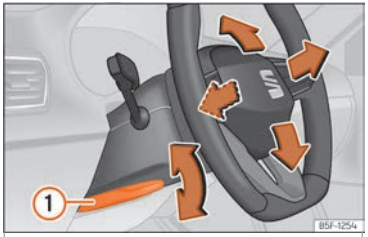

Fig. 9 Levier sur la partie inférieure latérale gauche de la colonne de direction.
- Tirez le levier ››› fig. 9 ① jusqu'en bas, déplacez le volant sur la position souhaitée, puis remontez le levier en position de verrouillage.
- **Après avoir réglé la colonne de direction, poussez fermement le levier ››› fig. 9 ① vers le haut pour que le volant ne change pas de position accidentellement en cours de route.**